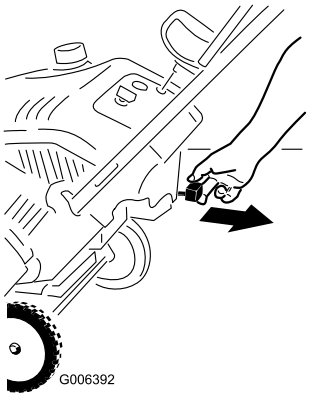

Рисунок 14
2. Потяните за рычаг воздушной заслонки (Рисунок 14).